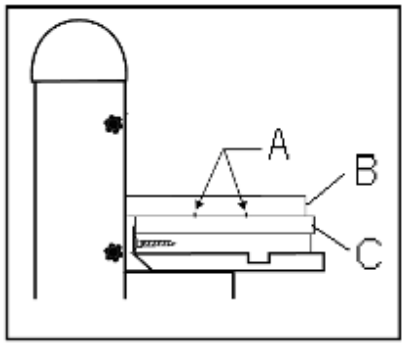

Fig 3
Zum Vertikal Bandschleifen wird die Tischeinheit als Schleiftisch montiert (Fig 3).
Beim Schablonenschliff wird das Werkstück (B, Fig 3) mit Nägeln (A) auf einer Schablone (C) befestigt.